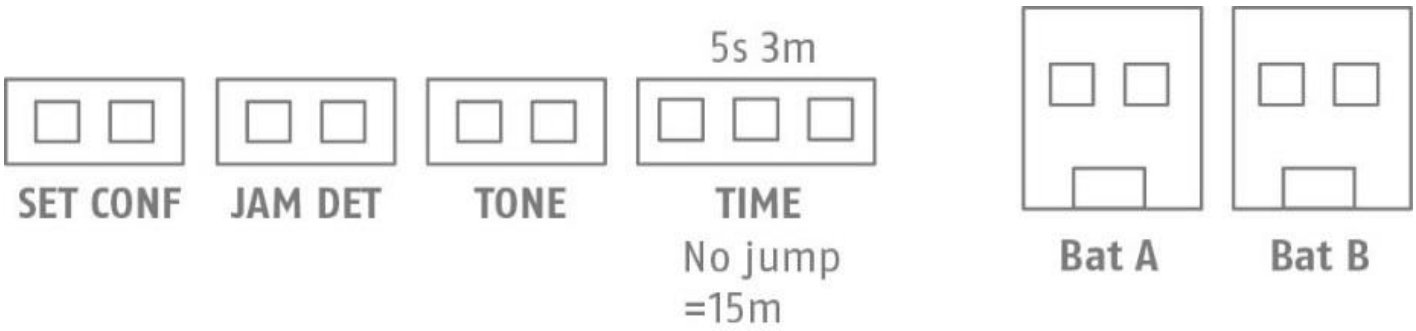

Abbildung 3: Steckbrücken und Anschlüsse
- Stecken Sie alle Steckbrücken in der Sirene auf die gewünschten Positionen (siehe Abb. 3).